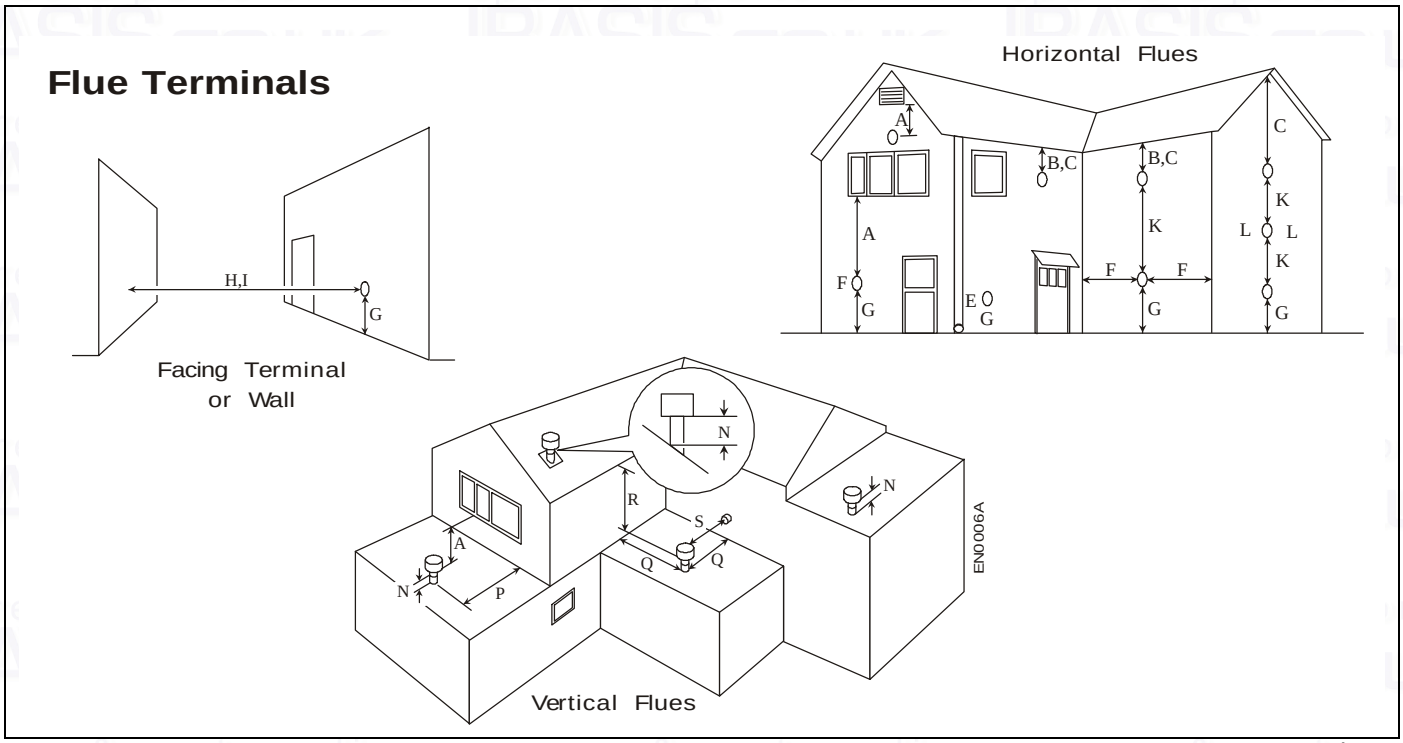

Fig. 3
0.5 & 1 Metre Flue Extension kits (0.5m - Part No. 430092, 1m - Part No. 430085) are available to extend horizontal flues to a maximum length of 2920mm. The siting positions for horizontal flue terminals are shown in Fig. 3.
The siting of the flue terminal through a roof is shown in Fig. 3.